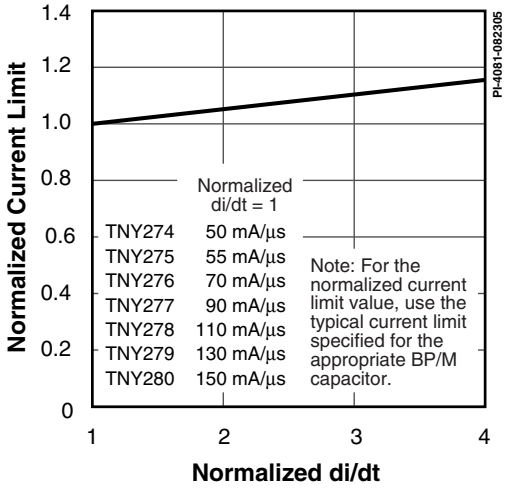

Figure 23. Current Limit vs. di/dt.
E. For current limit at other di/dt values, refer to Figure 23.